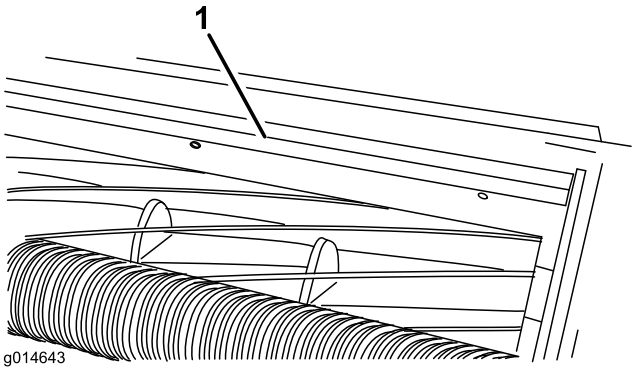

Figur 17
1. Lossa de skruvar som håller fast den övre stången (Figur 17) på klippenheten.